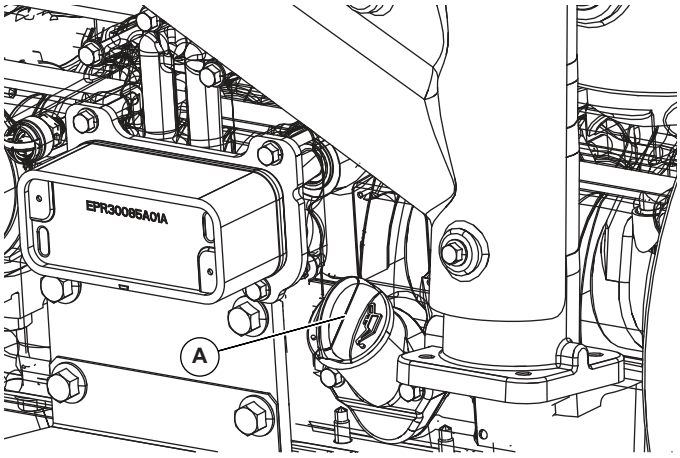

Figure 5-6. Oil Dipstick Location
2. See ***Figure 5-2*** and ***Figure 5-6***. Remove oil dipstick (D) and wipe dry with a clean, lint free cloth.